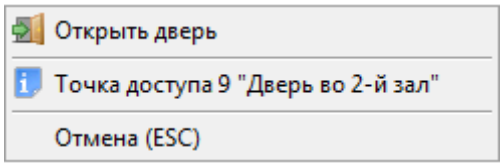

Рисунок 8-159 Контекстное меню для однонаправленной точки доступа с режимом работы "Проход"
– Для точки доступа, имеющей режим «Проход» (см. Рисунок 8-159) – для однонаправленной точки доступа, имеющей режим «Проход»;